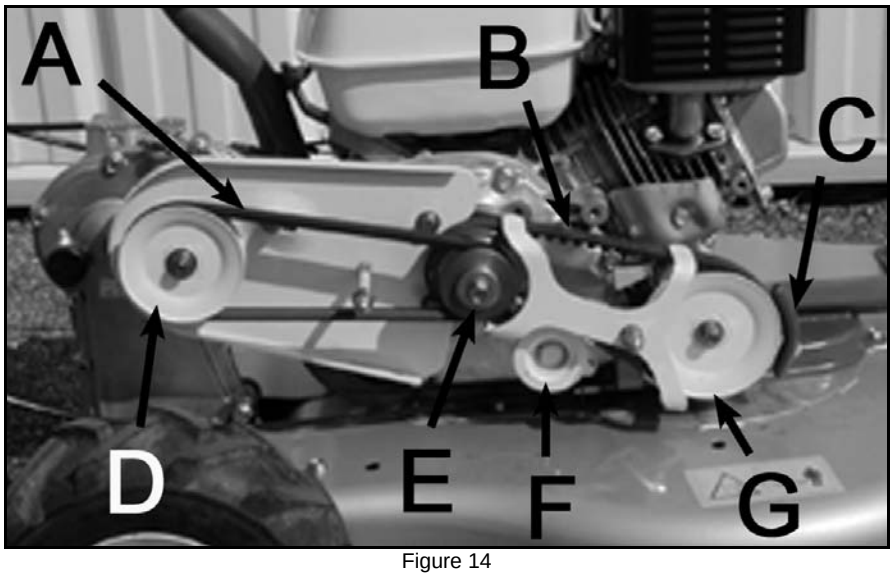

Figure 14
- Vérifiez que les guides soient à environ 2 à 3 mm de la poulie moteur E, côté tendeur. Du côté de la poulie G l'écart est d'environ 10 mm. (Figure 14)